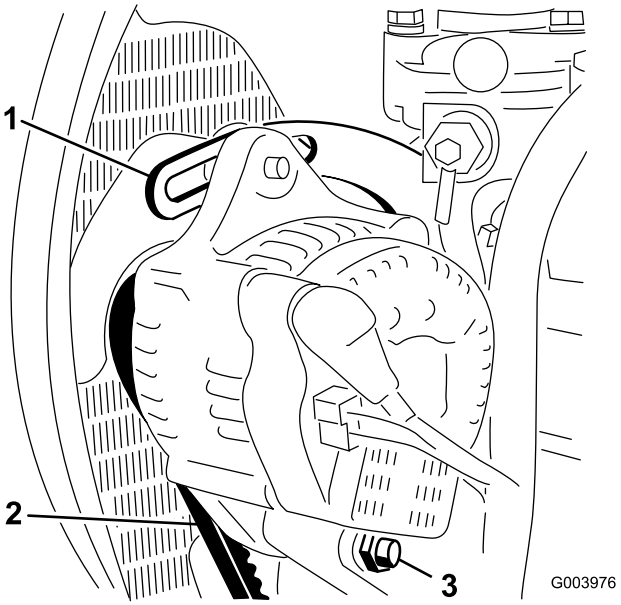

Figuur 66
2. Controleer de spanning van de riem door deze (Figuur 66) midden tussen poelies van de wisselstroomdynamo en de krukas in te drukken met een kracht van 10 kg.
3. Draai de bout los waarmee de beugel is bevestigd aan de motor (Figuur 66), alsmede de bout waarmee de wisselstroomdynamo is bevestigd aan de beugel en de ankerbout.